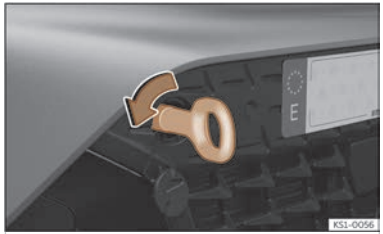

Fig. 186 Right side of the front bumper: towing eye screwed in.
3. Screw the towing eye into the housing by turning it **anticlockwise** ››› Fig. 186, ››› ⓘ as far as it will go. Use a suitable object that can completely and securely tighten the towing eye in its housing.